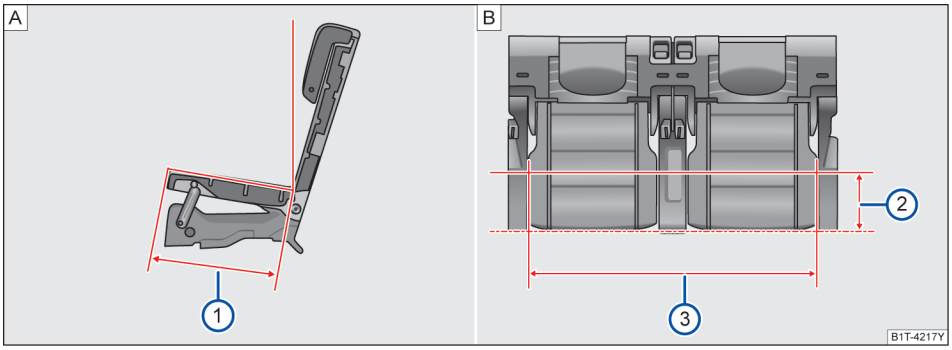

图 95 第三排座椅座宽和坐垫深
当第三排座椅位置处于设计位置时，坐垫深=363mm→ 图 95 A ①。
如图→ 图 95 B 在距离第三排座椅边缘 150mm 时→ 图 95 B ②，座垫宽度为 944mm→ 图 95 B ③。 ◁